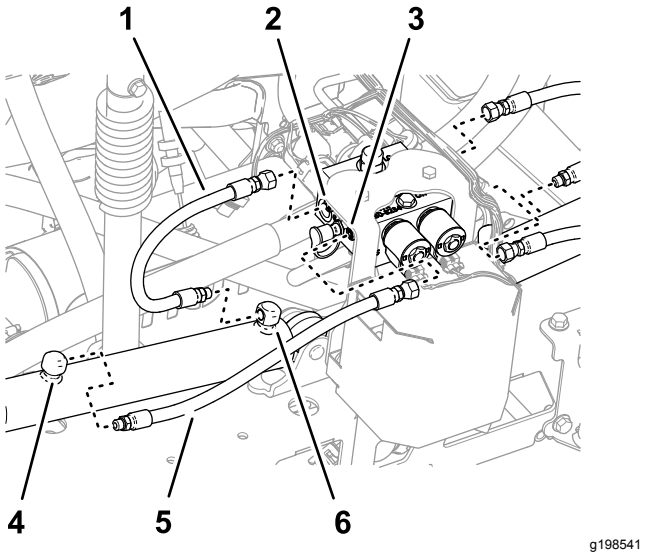

Rysunek 39
1. Odłącz przewody hydrauliczne od złączy wysuwania lewego i prawego siłownika podnoszenia (Rysunek 39).
2. Odłącz przewody hydrauliczne od złączy C2 i C4 na rozdzielaczu siłowników podnoszenia (Rysunek 39).
3. Odłącz przewody hydrauliczne od złączy wsuwania lewego i prawego siłownika podnoszenia (Rysunek 39).
4. Odłącz przewody hydrauliczne od złączy C1 i C3 na rozdzielaczu siłowników podnoszenia (Rysunek 39).